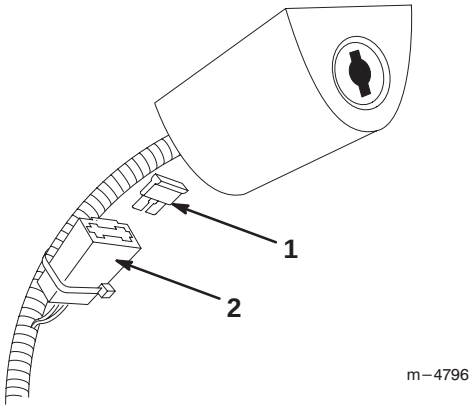

Abbildung 33
2. Die neue Sicherung wie in Abbildung 33 gezeigt installieren.